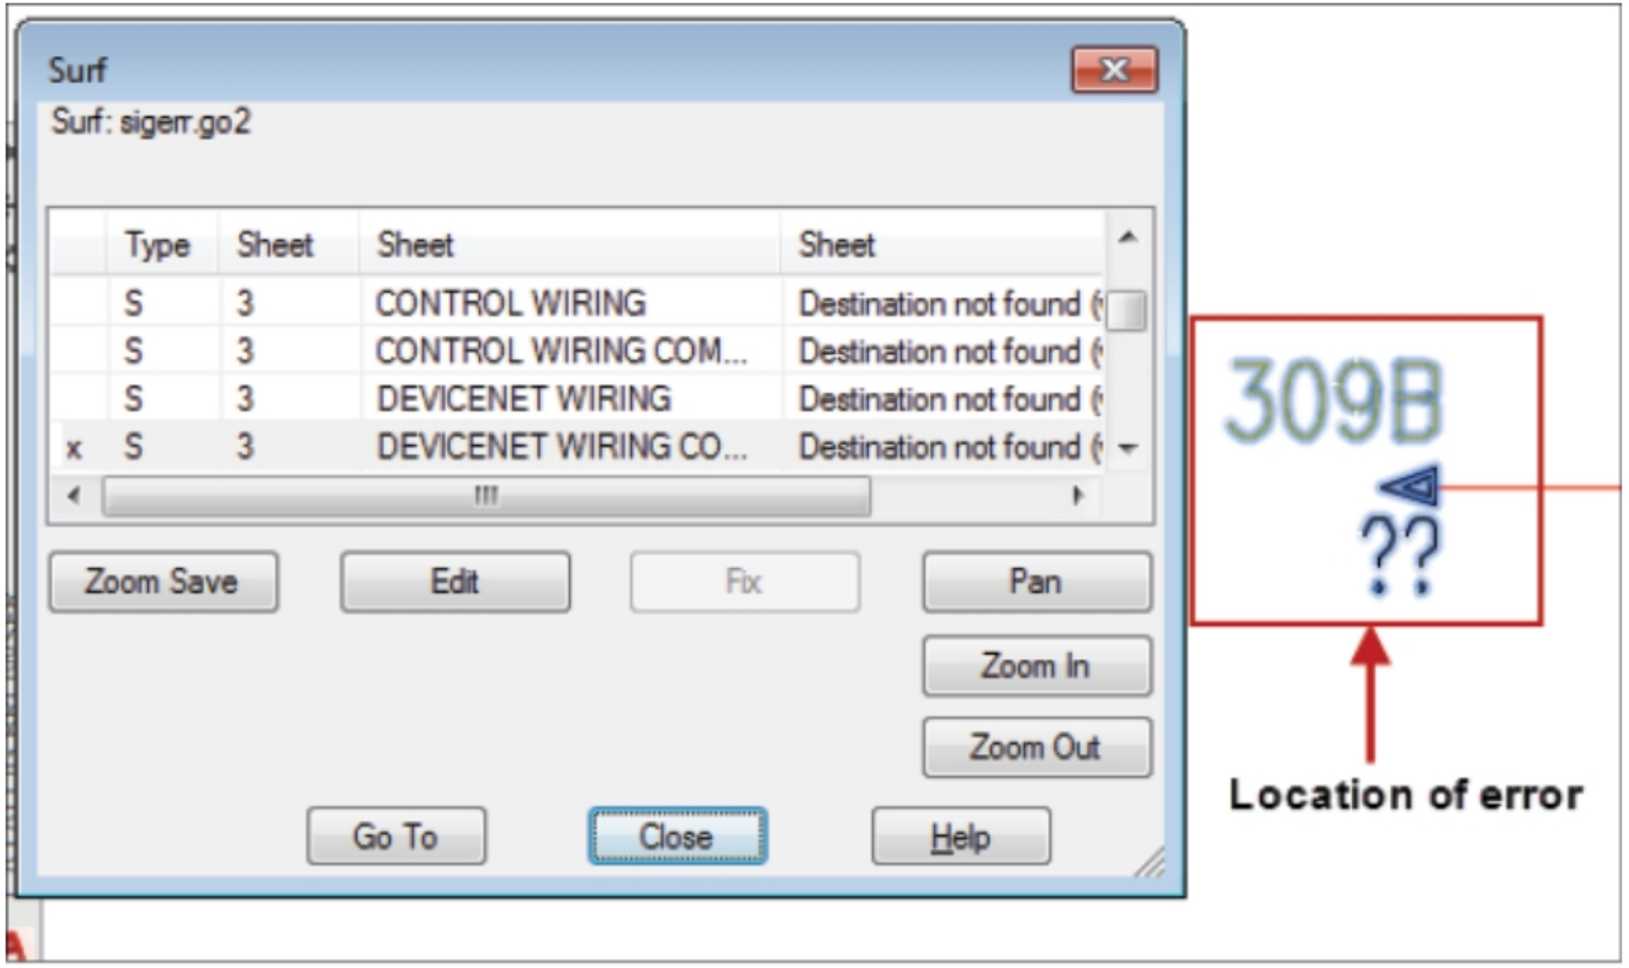

Figure-32. Location of error in destination
- Select the object with error from the list and click on the **Go To** button to check it. Location of error will be displayed; refer to Figure-32.